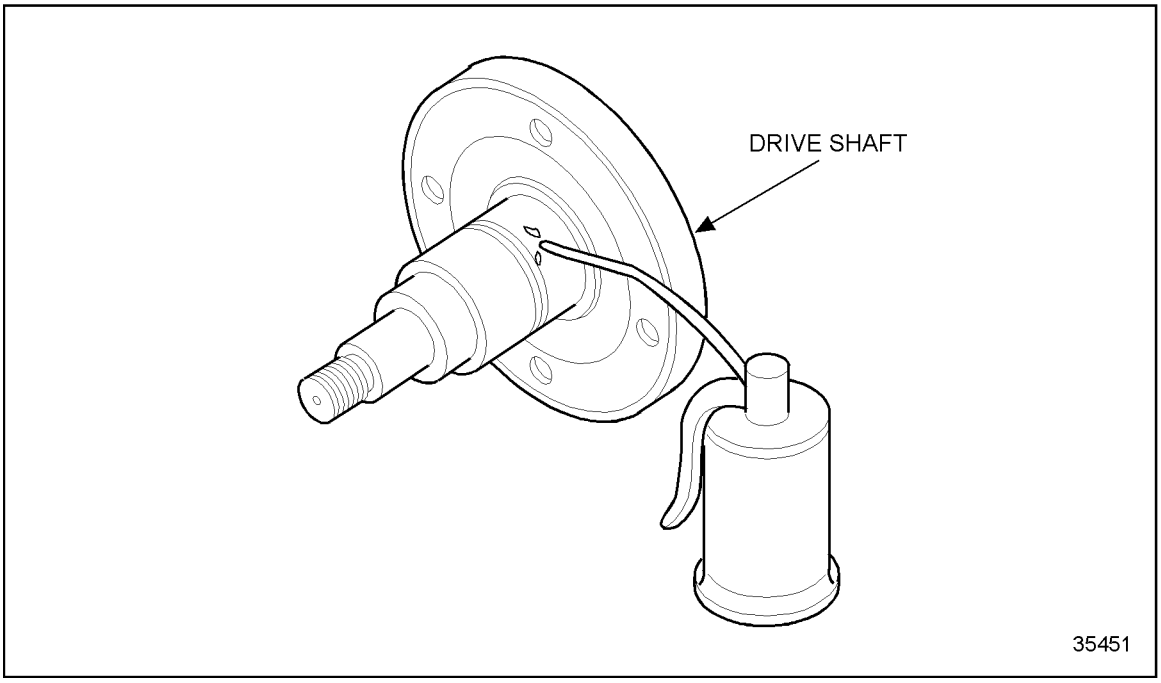

Figure 10-32 Bearing Inner Race Lubrication
9. Lubricate the roller bearing inner race with clean engine oil. See Figure 10-32.